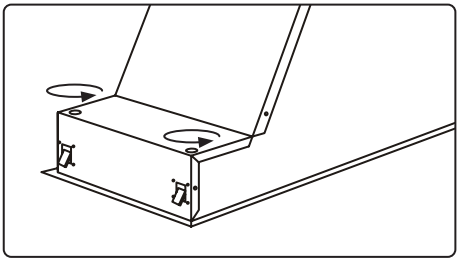

Figure 1
1. Remove the filters from rangehood by using two (2) hands to push each filter backwards until it clears the support channel at the front of the rangehood, then pivot down and out, **figure 1.**